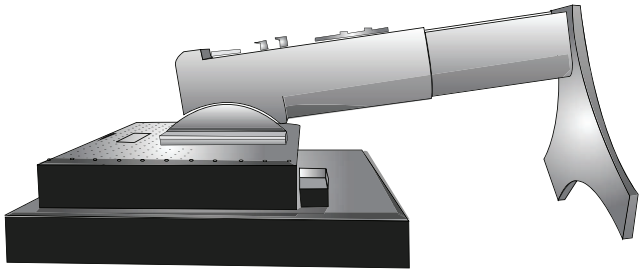

**Abbildung S.1**
3. Legen Sie den Monitor mit der Vorderseite nach unten auf eine weiche Oberfläche (**Abbildung S.1**).